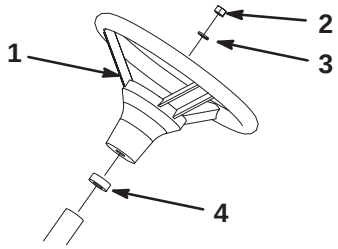

Figur 4
3. Fäst ratten på axeln med muttern (figur 4).